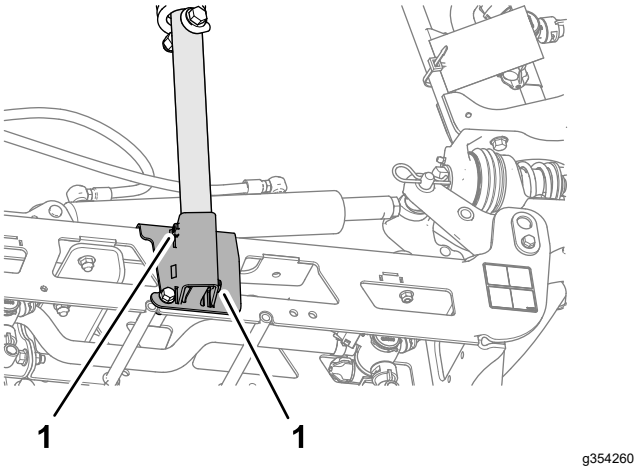

Figura 111
3. Desaperte os 2 parafusos de afinação que fixam o tubo da cavidade inferior (Figura 111).